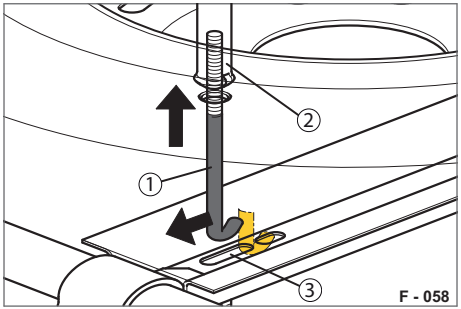

Abb. 92 Hakenschraube herausdrehen
- ▶ Senken Sie die Hakenschraube (Abb. 92/1) ab.
- ▶ Führen Sie die Hakenschraube ans hintere Ende des Langlochs (Abb. 92/3).
- ▶ Führen Sie die Hakenschraube an das vordere Ende des Langloches (Abb. 92/3).